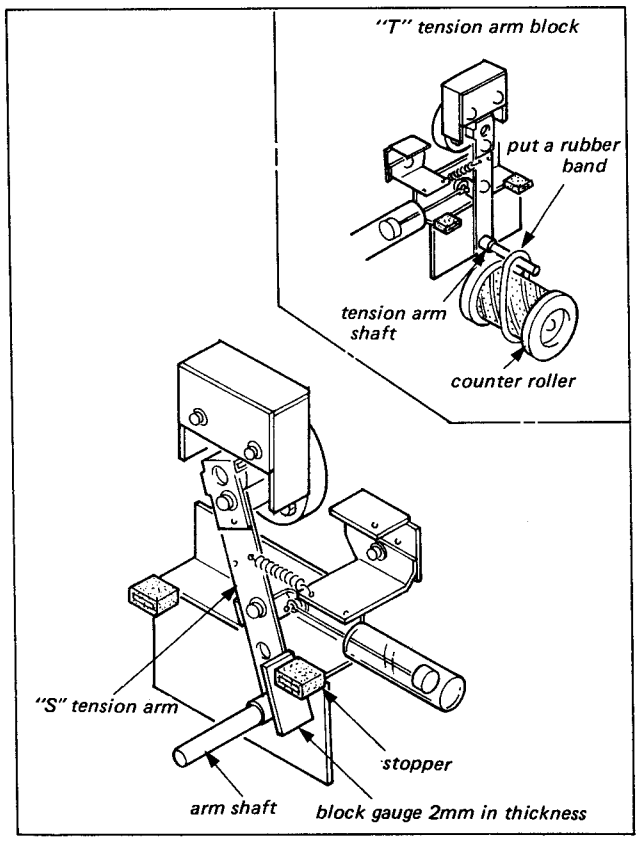

Fig. 5-9. S tension arm adj.
1. Insert the block gauge of 2mm in thickness between "S" Tension Arm and the Stopper as shown in Fig.5-9.
2. Put a rubber band on the Arm Shaft of "T" Tension Arm and the Counter Roller as shown in Fig. 5-9.
3. Cut off portion of Photocoupler as illustrated in Fig. 5-9.